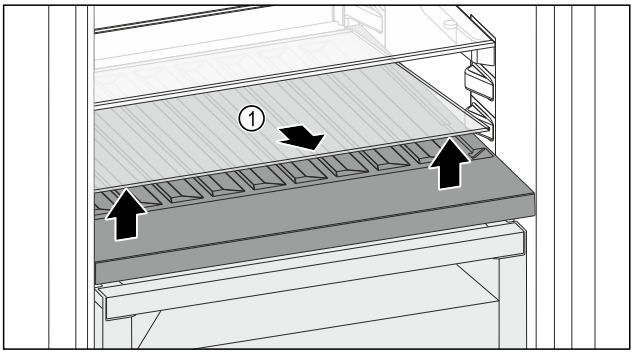

*Fig. 137*
▶ Skleněnou desku *Fig. 137 (1)* zvedněte za vybrání vpředu a vyjměte ji.
▶ Skleněnou desku *Fig. 137 (1)* uložte bezpečně mimo spotřebič.